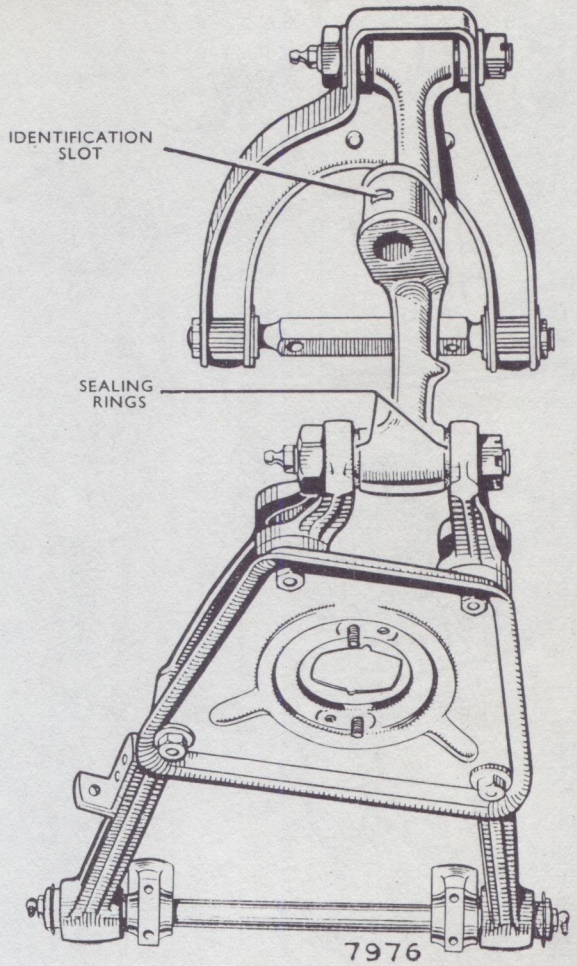

Fig. 7
2. Remove the stub axle assembly (10), see under "KING PINS—To remove".
4. Remove the front nuts (20 and 25) from both eye bolts (19 and 26) followed by the castellated nuts (22 and 27) and unscrew the eyebolts (19 and 26) from the upper and lower links by the two flats on their front ends, withdraw the stub axle carrier (24) and collect the four sealing rings (18).
(i) The four sealing rings (18) are positioned on the upper and lower bosses of the stub axle carrier (24) and then slid outwards after the eye bolts (19 and 26) have been fitted (Fig. 7).
(iii) The spacer washers, between the two inner corners of the spring pan and the bottom link, are only required when the spring pan is without the two $\frac{3}{8}$ in. (9·5 mm.) U.N.F. studs adjacent to the shock absorber aperture, see Fig. 7.